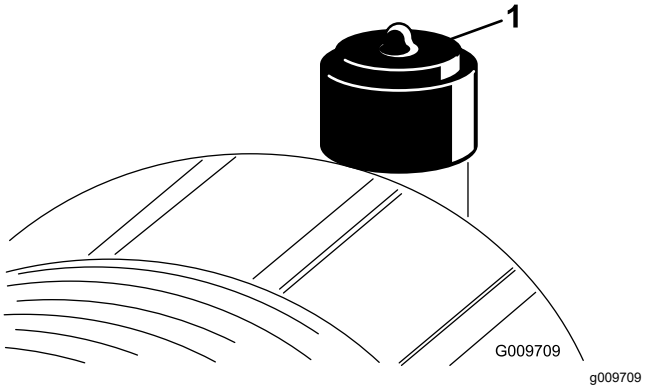

Figuur 87
Geef het luchtfilter uitsluitend een onderhoudsbeurt als de onderhoudsindicator (Figuur 87) dit aangeeft. Als u het luchtfilter vervangt voordat dit nodig is, wordt alleen maar de kans vergroot dat er vuil in de motor komt als u het filter verwijdert.
2. Stel de indicator (Figuur 87) opnieuw in als deze rood is.